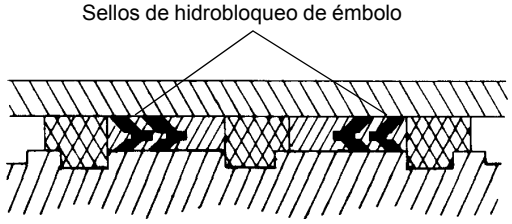

FIGURA 2-30
7. Instale los sellos de hidrobloqueo de repuesto en la parte exterior del émbolo. Asegúrese que las partes en V de los dos sellos de hidrobloqueo apunten la una hacia la otra (Figura 2-30).